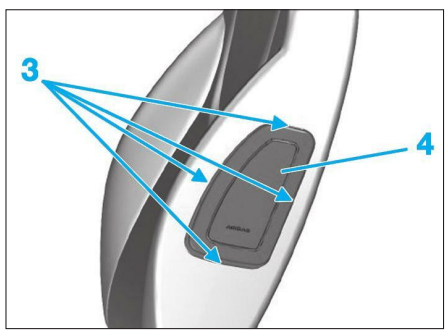

**Fig. 7**
• A l'aide d'un outil de dégarnissage, dégrafer le coussin gonflable latéral (4) en (3) **(Fig.7)**.